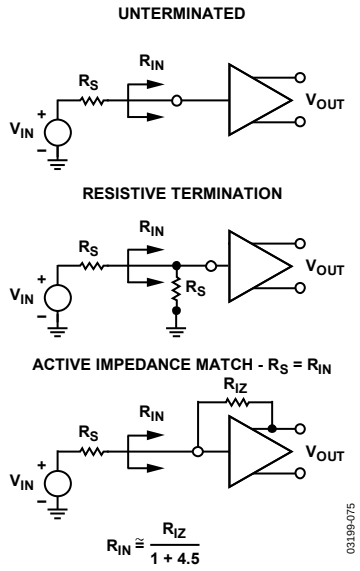
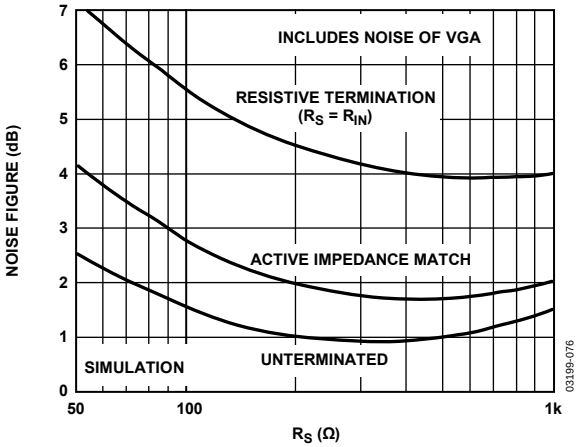
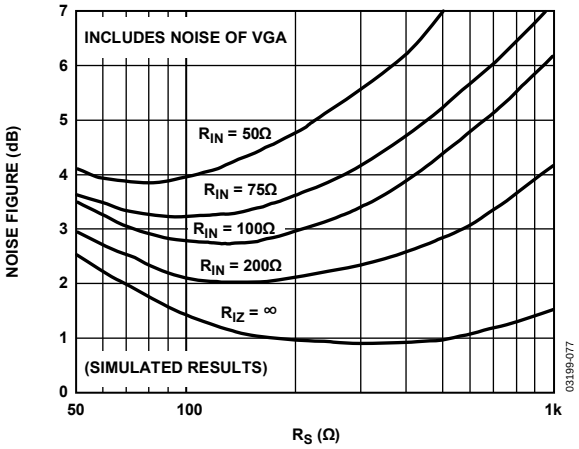

Figure 75. Input Configurations
Figure 76. Noise Figure vs. R_S for Resistive, Active Match, and Unterminated Inputs
Figure 77. Noise Figure vs. R_S for Various Fixed Values of R_{IN}, Actively Matched
The input-referred voltage noise sets an important limit on system performance. The short-circuit input voltage noise of the LNA is 0.74 nV/√Hz or 0.82 nV/√Hz (at maximum gain), including the VGA noise. The open circuit, current noise is 2.5 pA/√Hz. These measurements, taken without a feedback resistor, provide the basis for calculating the input noise and noise figure performance of the configurations in Figure 75. Figure 76 and Figure 77 show simulations extracted from these results and the 4.1 dB noise figure (NF) measurement with the input actively matched to a 50 Ω source. Unterminated ($R_{IZ} = \infty$) operation exhibits the lowest equivalent input noise and noise figure. Figure 76 shows the noise figure vs. source resistance, rising at low R_S, where the LNA voltage noise is large compared to the source noise, and again at high R_S due to current noise. The VGA input-referred voltage noise of 2.7 nV/√Hz is included in all of the curves.
The primary purpose of input impedance matching is to improve the system transient response. With resistive termination, the input noise increases due to the thermal noise of the matching resistor and the increased contribution of the LNA input voltage noise generator. With active impedance matching, however, the contributions of both are smaller than they would be for resistive termination by a factor of 1/(1 + *LNA Gain*). Figure 76 shows their relative NF performance. In this graph, the input impedance is swept with R_S to preserve the match at each point. The noise figures for a source impedance of 50 Ω are 7.1 dB, 4.1 dB, and 2.5 dB, respectively, for the resistive, active, and unterminated configurations. The noise figures for 200 Ω are 4.6 dB, 2.0 dB, and 1.0 dB, respectively.
Figure 77 is a plot of NF vs. R_S for various values of R_{IN}, which is helpful for design purposes. The plateau in the NF for actively matched inputs mitigates source impedance variations. For comparison purposes, a preamp with a gain of 19 dB and noise spectral density of 1.0 nV/√Hz, combined with a VGA with 3.75 nV/√Hz, yields a noise figure degradation of approximately 1.5 dB (for most input impedances), significantly worse than the AD8331/AD8332/AD8334 performance.